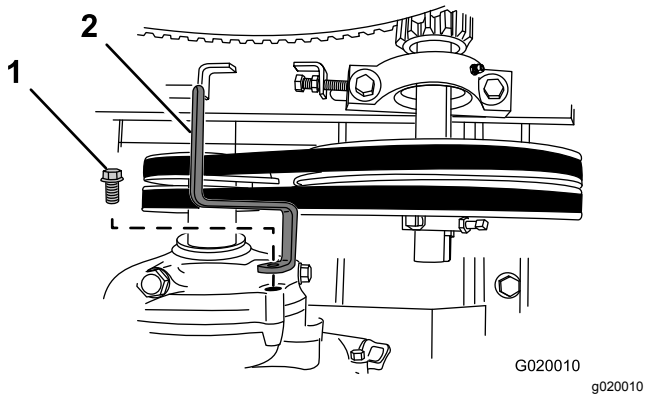

Figure 70
6. Remove the bolt that secures the belt guide to the engine, and remove the belt guide (Figure 70).
10. Loosely secure the belt guide to the engine (Figure 70) with the bolt that was removed in step 6 of Removing the Belts (page 43).